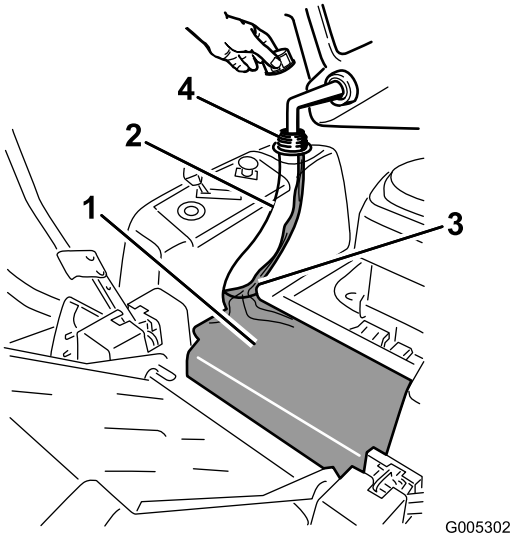

Figura 9
3. Aggiungete benzina normale senza piombo finché il corpo del serbatoio non è pieno senza che il carburante raggiunga il collo del serbatoio (Figura 9). Questo spazio nel collo serve ad assorbire l'espansione della benzina. Non riempite completamente il serbatoio.